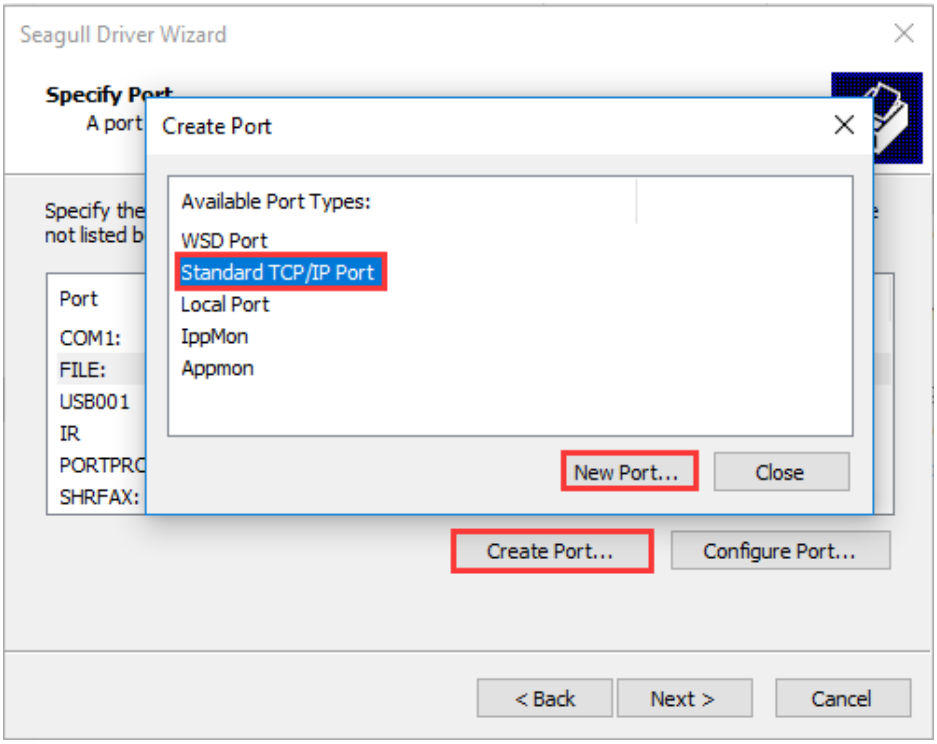

Figure 2-35 Create Port
5. On the "Specify Port" screen, click "Create Port…" to bring up "Create Port" dialog box, select "Standard TCP/IP Port" - "New Port…", as shown in Figure 2-35.